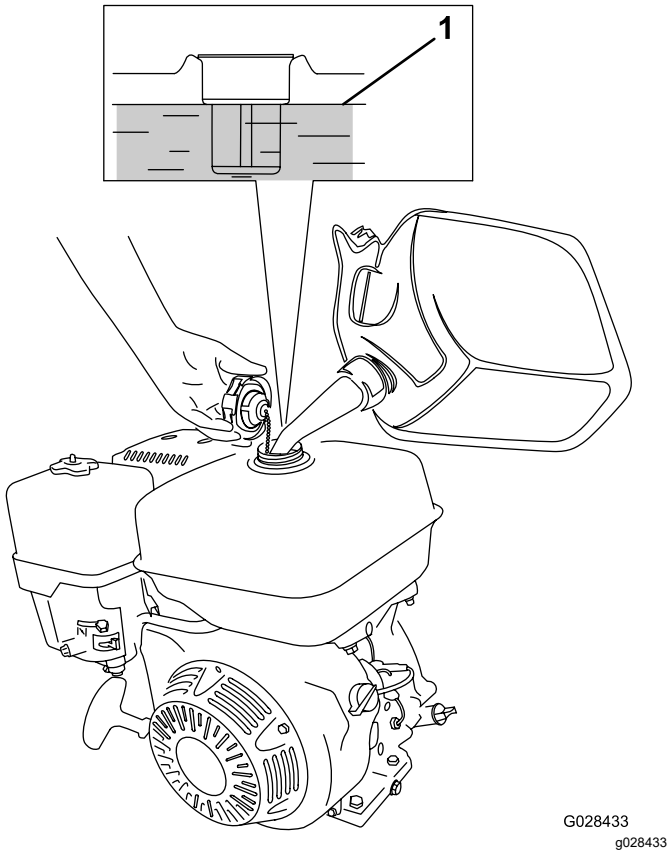

Figur 17
1. Rengör runt tanklocket och avlägsna locket från tanken (Figur 17).